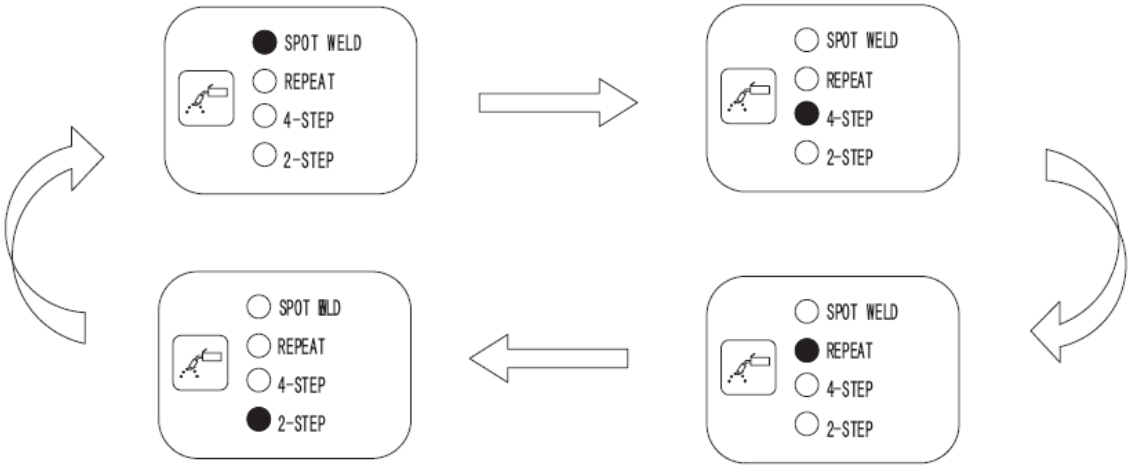

Fig. 5-3-3: Spot weld, repeat, 4-step and 2-step selection
- In TIG mode, press the button to select spot weld, repeat, 4-step and 2-step, the relevant indicator will light up (Fig. 5-3-3).